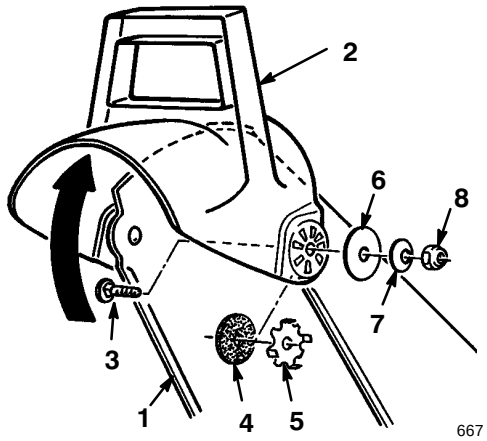

Figur 12
2. Fest avlederens venstre side til utløpssjakten ved hjelp av delene som er vist i Figur 12.